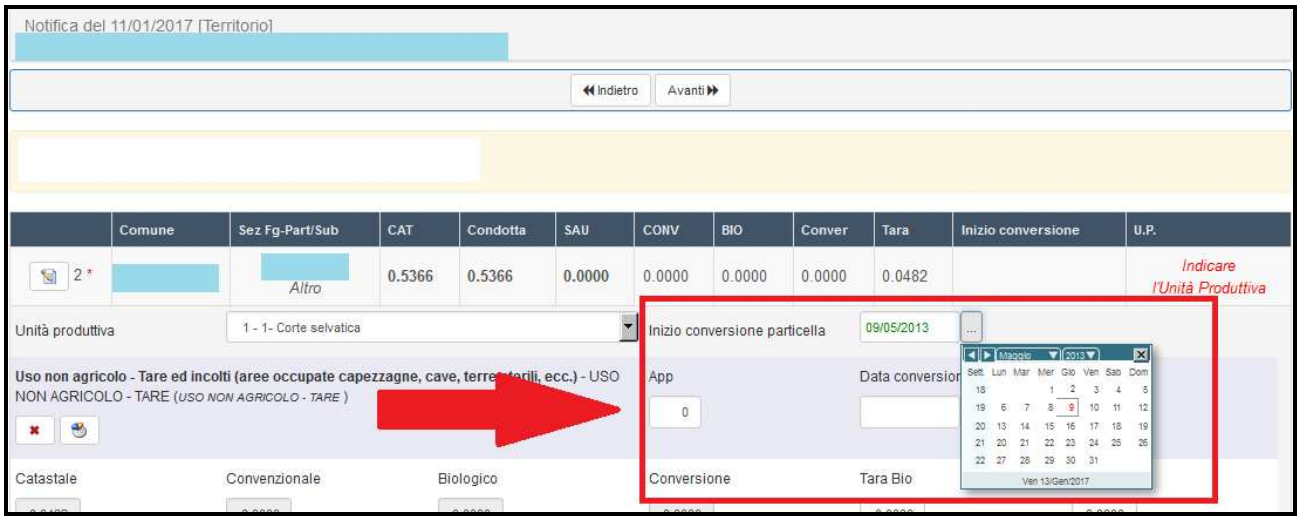

Fig. 51
- Data conversione: per ogni utilizzo è necessario indicare la data inizio conversione. La data può essere indicata manualmente o scegliendola tramite la funzione “calendario” (v. fig. 51);